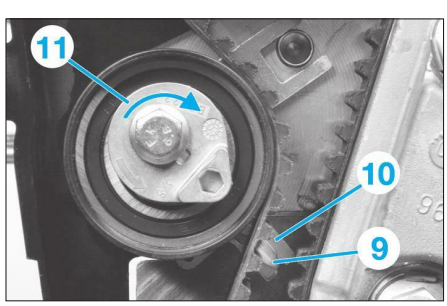

**Fig. 14**
• Tourner le galet tendeur (11) dans le sens horaire et placer l'index (9) en face du repère (10) **(Fig.14)**.